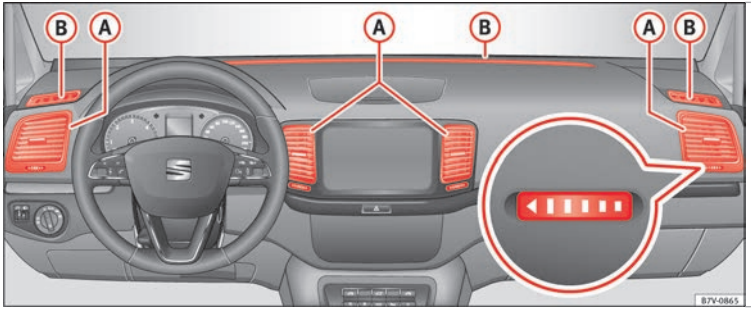

Fig. 197 Air vents in the dash panel
Never close the air vents ››› **Fig. 197** (A) completely to ensure heating, cooling and ventilation inside the vehicle.